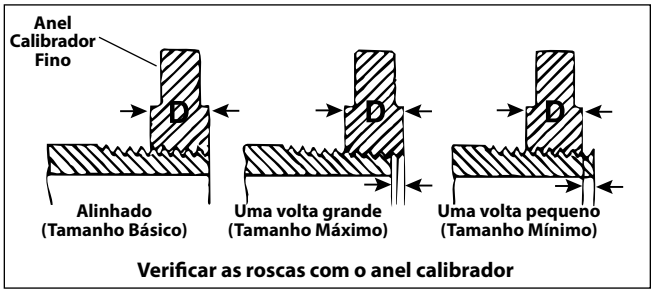

Figura 16 – Verificar o tamanho da rosca
3. Inspecione o tamanho da rosca. O método preferencial para verificar o tamanho de uma rosca é com um anel calibrador. Existem vários estilos de anéis calibradores, e a sua utilização pode ser diferente da ilustrada na *Figura 16*.